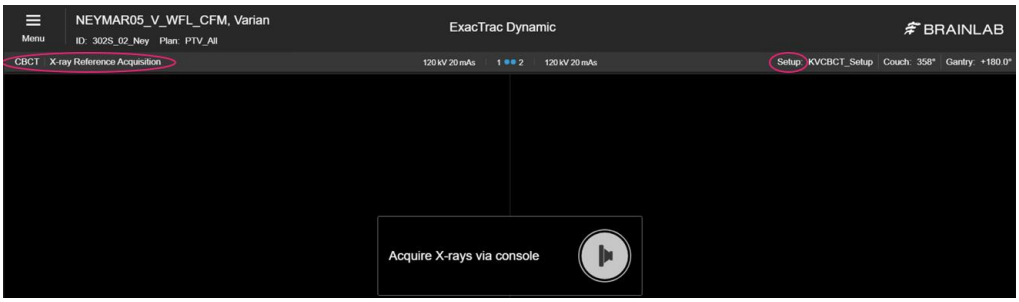

Figura 3. *Pagina CBCT X-ray Reference Acquisition con fascio di configurazione selezionato*
- L'operatore deve iniziare il rilevamento dell'offset per la CBCT acquisendo radiografie nella pagina CBCT X-ray Reference Acquisition mentre è attivo un fascio di configurazione sul LINAC, come mostrato nella figura 3.